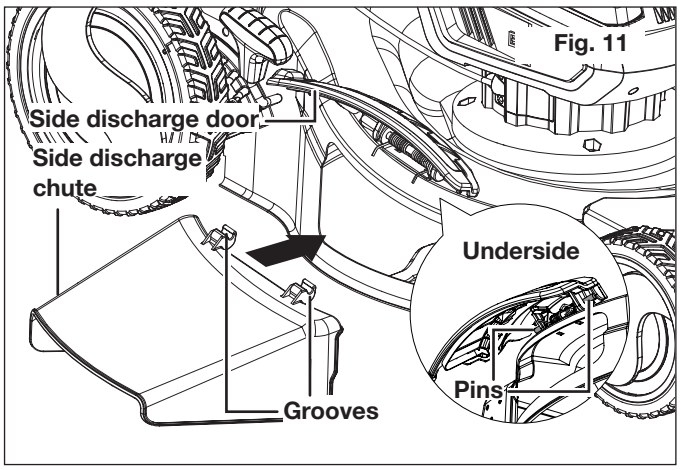

Fig. 11
2. Align the grooves on the side discharge chute with the pins on the underside of the door, and hook the grooves on the pins (Fig. 11).